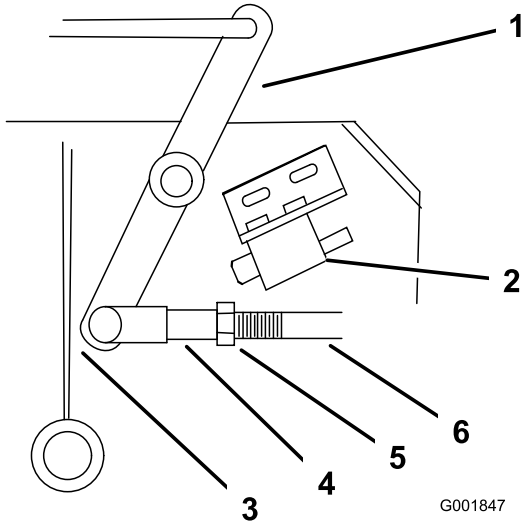

Figuur 47
4. Pas de lengte van het mechanisme aan tot waar het onderste uiteinde van de haakse hendel bijna de versterkingsplaat van de assteun raakt (Figuur 47).
9. Draai de moer los die tegen de gaffel is bevestigd (Figuur 47).